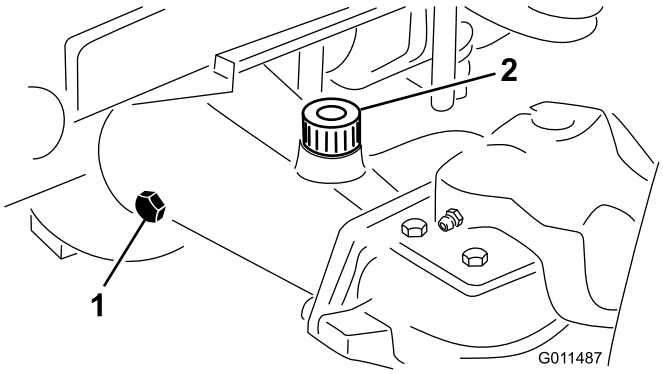

Рисунок 15
2. Снимите контрольную пробку с одного конца моста (Рисунок 15) и убедитесь, что смазка доходит до низа отверстия. Если уровень низкий, снимите заливочную пробку (Рисунок 15) и добавьте смазку, чтобы довести ее уровень до низа отверстия контрольных пробок.